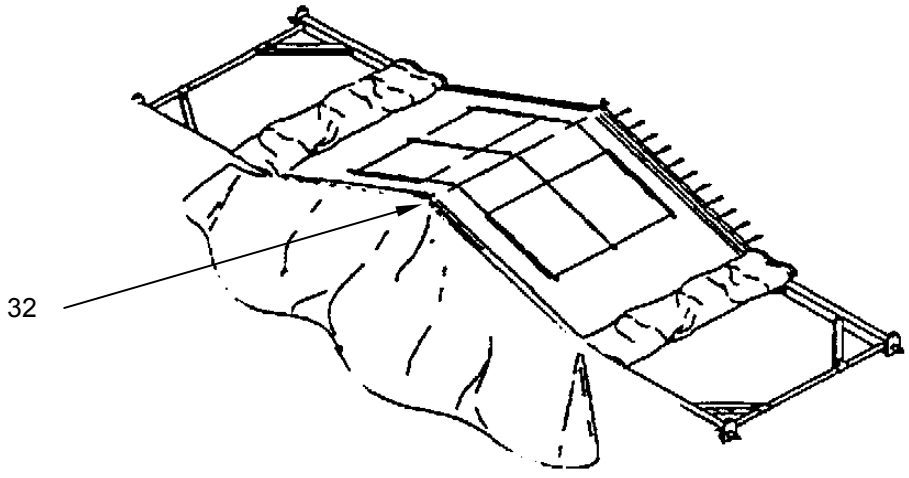

Figure 17. Placement of Modified End Section (ISO Bootwall).
3. Place large spindle grommet located at peak of modified end section over ridge spindle **(Figure 17, Item 32)** facing the container.